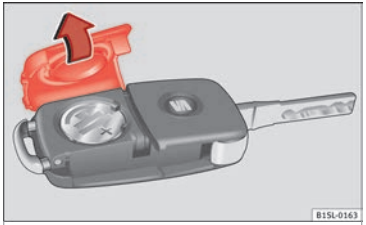

Fig. 127 Vehicle key: battery compartment cover
The battery is located to the rear of the vehicle key, under a cover ››› **Fig. 127**.
- Remove the cover from the back of the vehicle key ››› Fig. 127 in the direction of the arrow ››› ❗.
- Fit the battery compartment cover, pressing in the direction of the arrow as shown ››› Fig. 127 until it clicks into place.